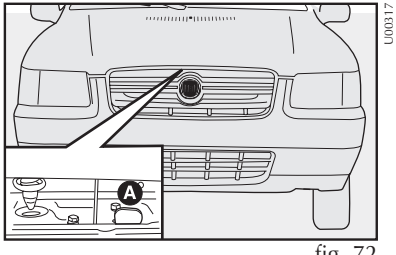

fig. 72
2) Presione la palanca **A-fig. 72**.